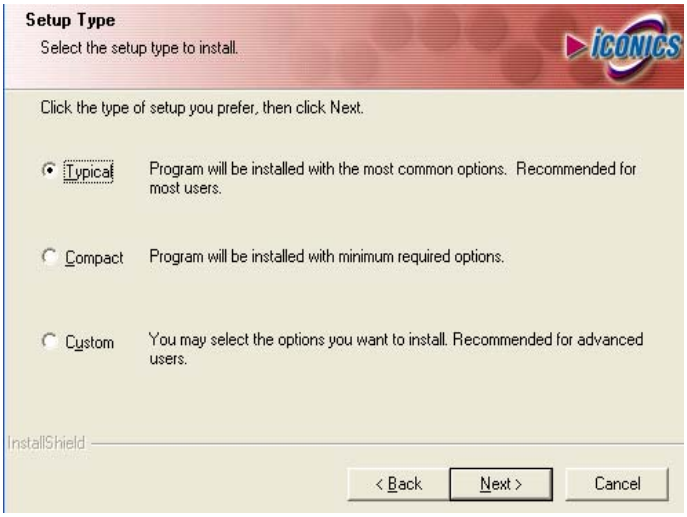

Figure 2.13: Choosing the Installation Type
12. The **Setup Type** dialog box will appear, as shown in **Figure 2.13.** Choose the **Typical** installation.
13. The **Choose Communication Type** dialog box will appear, as shown in **Figure 2.13.** Choose **OPC over TCP/IP, OPC over SOAP/XML,** or **OPC over DCOM** for installation. Since the default communication type is **OPC over TCP/IP,** it is recommended that you use it to install WebHMI server. If desired, you will then be able to change the settings at any time. **OPC over TCP/IP** is easy to use on a local area network (LAN), over an intranet or the Internet.